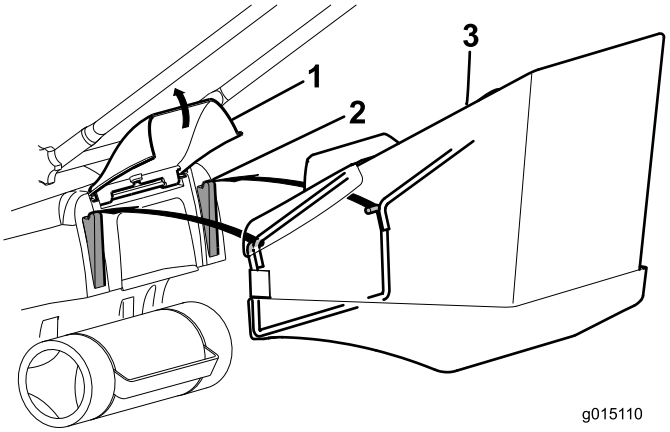

Figur 15
2. Hold oppe bakluken og monter gressposen på tappene (Figur 15).